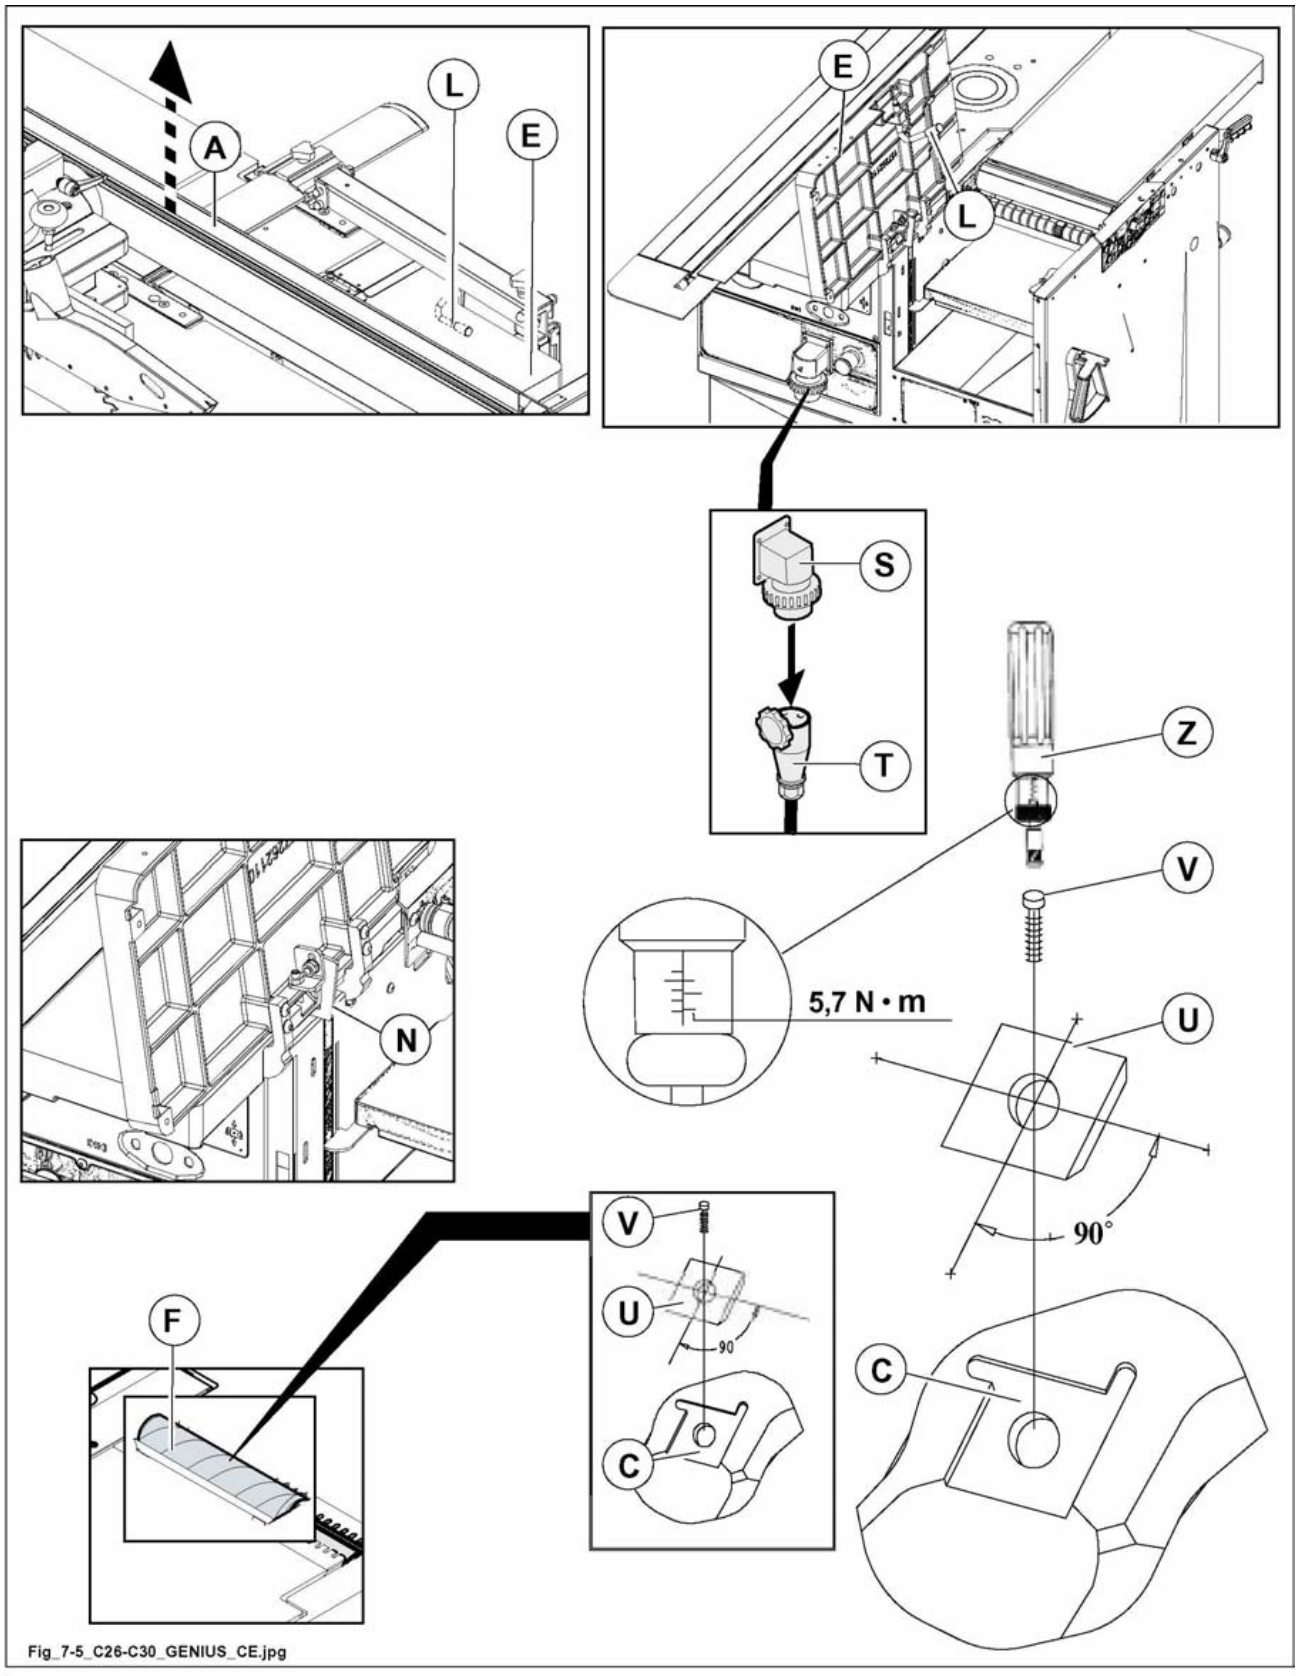

Fig. 7.5
remove the planing fence unit (A fig.7.5) from the table.
- **Slacken the lever (L fig. 7.5) and lift the OUTLET surfacing table (E fig. 7.5);**
check that the block (N fig. 7.5) of the table opening is correctly positioned.
- Rotate the planer (F fig. 7.5) to move the tip being replaced in a more accessible position.
Loosen securing screw (V fig. 7.5) and extract tip-tool (U fig. 7.5).
Clean rest surface (C fig. 7.5) to prevent any dust from being accumulated.
Insert the securing screw (V fig. 7.5) and use a dynomometric key (Z fig. 7.5) to tighten it.
- Disengage the block (N fig. 7.5) and close the tables.
Lower the OUTLET surfacing table (E fig. 7.5). Lower the lever (L fig. 7.5) to lock table.